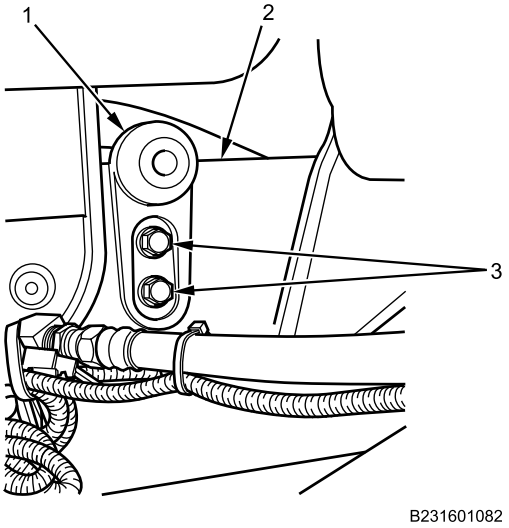

Figure 2. Front Shock Absorber Upper Mounting Bracket Installation.
1. Apply corrosion preventive compound to front shock absorber upper mounting bracket bolts (Figure 2, Item 3).
2. Position front shock absorber upper mounting bracket (Figure 2, Item 1) on frame (Figure 2, Item 2). With assistant, install bolts (Figure 2, Item 3) and nuts.
3. Torque bolts (Figure 2, Item 3) to 135-165 lb-ft (183-224 N•m).